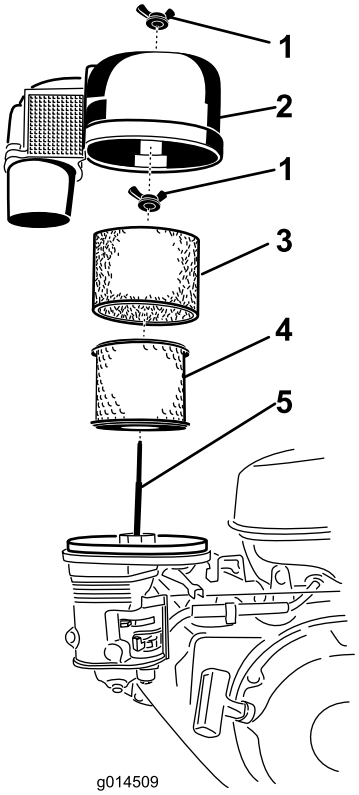

Figura 15
1. Retire la tuerca de orejeta y retire el filtro ciclónico con la cubierta del filtro de aire (Figura 15).